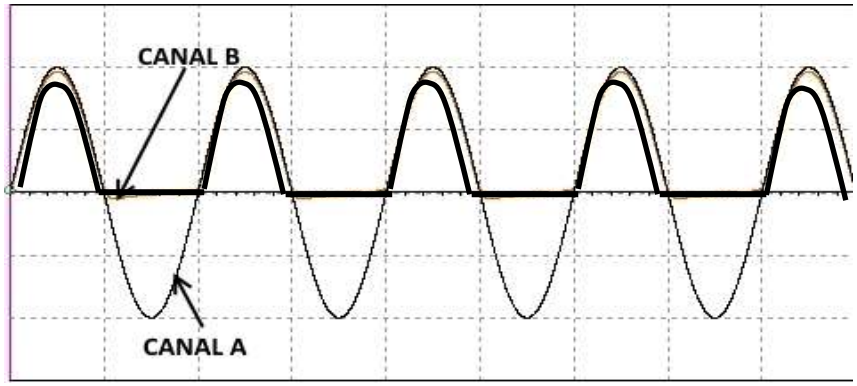

Figura 4.9 Oscilograma redresorului mono-alternanță – fără filtru
4. Cu întrerupătorul K în poziția deschis (fără filtru) se simulează funcționarea și se notează în tabelul 4.1 valorile Uef și Umed indicate de voltmetrele din circuit și Uv indicată de osciloscop. Oscilograma în această situație este prezentată în **figura 4.9**. Osciloscopul este reglat la 10 V/div și 10 ms/div;